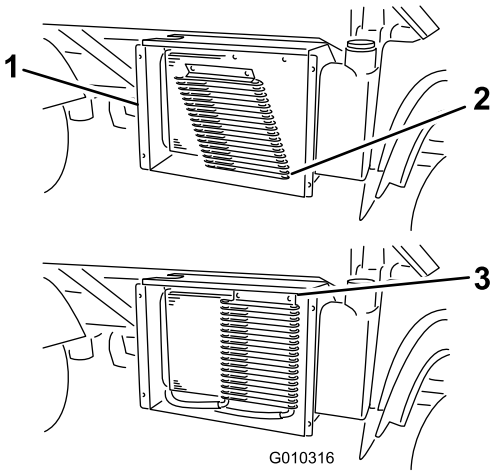

Figur 61
3. Roter sperrene og sving oljekjøleren bort fra radiatoren, hvis utstyrt med dette (Figur 61).